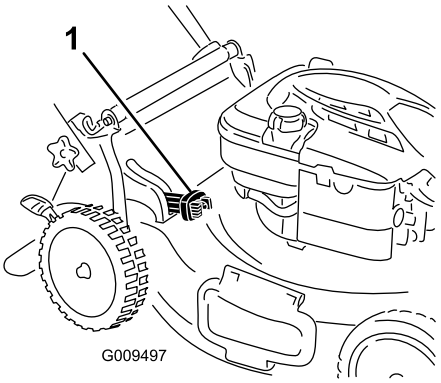

Bild 20
- Zum Sammeln des Schnittguts und Laubs drücken Sie die Taste am Hebel für den zuschaltbaren Fangkorb und bewegen den Hebel nach vorne, bis die Taste am Hebel herausspringt (Bild 20).